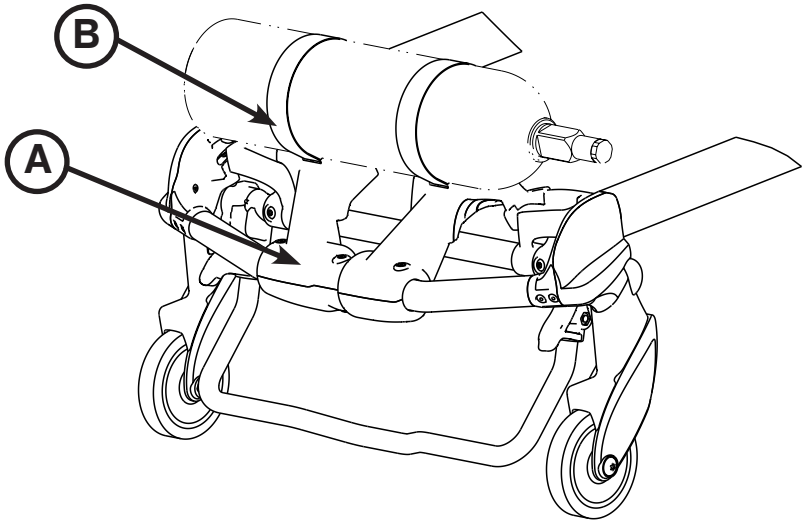

Figura 65
1. Centre la botella de oxígeno en la superficie ahuecada del elemento (A) tal como se muestra en la Figura 65.
2. Ajuste las dos correas (B) alrededor de la botella de oxígeno.